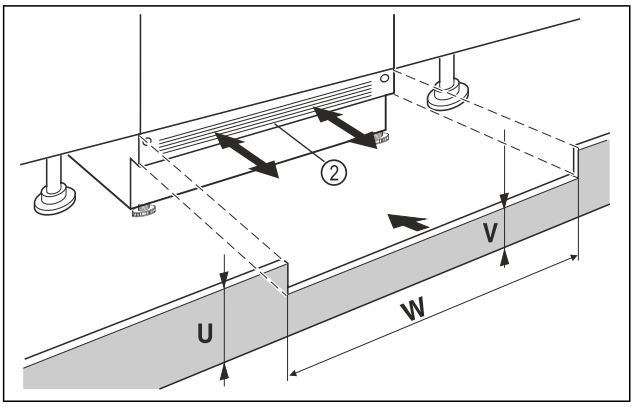

Fig. 13 Beispielhafte Darstellung
- ▶ Gerätesockelblende *Fig. 13 (2)* aufsetzen aber noch nicht fixieren.
- ▶ Bei sichtbarer Sockelblende *Fig. 13 (2)*, diese so weit nach vorn ziehen, dass Vorderkante Lüftungsgitter und Möbelsockelblende eine Ebene bilden.
- ▶ Bei verdeckter Sockelblende *Fig. 13 (2)*, diese ganz nach hinten schieben.
- ▶ Auf komplett freie Lüftungsschlitze achten: Bei Bedarf Höhe der Möbelsockelblende *Fig. 13 (U)* zuschneiden!
- ▷ Entlang der Nischenbreite *Fig. 13 (W)* die Steghöhe *Fig. 13 (V)* unter der Gerätesockelblende *Fig. 13 (2)* einpassen.